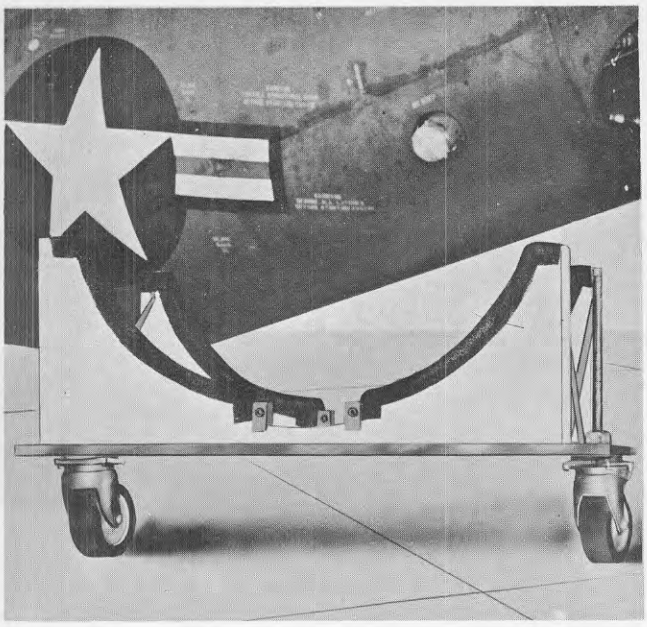

Figure 2-35K. Main Gear Dolly Installation
a. Remove the main gear dolly as follows (see figure 2-35K):